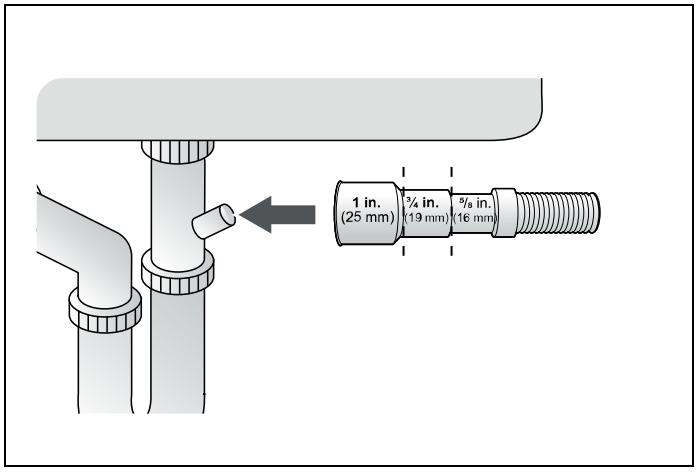

Fig. 16
3) Vérifiez la taille du raccord du tuyau de vidange de l'évier. Si nécessaire, coupez le tuyau de vidange de manière à ce que son extrémité s'adapte au connecteur de l'évier (5/8″, 3/4″. ou 1″. - comme illustré dans la Fig. 16). Si l'extrémité du tuyau de vidange ne s'adapte pas au raccord du tuyau de vidange de l'évier, procurez-vous un adaptateur auprès d'un magasin de plomberie ou de quincaillerie.